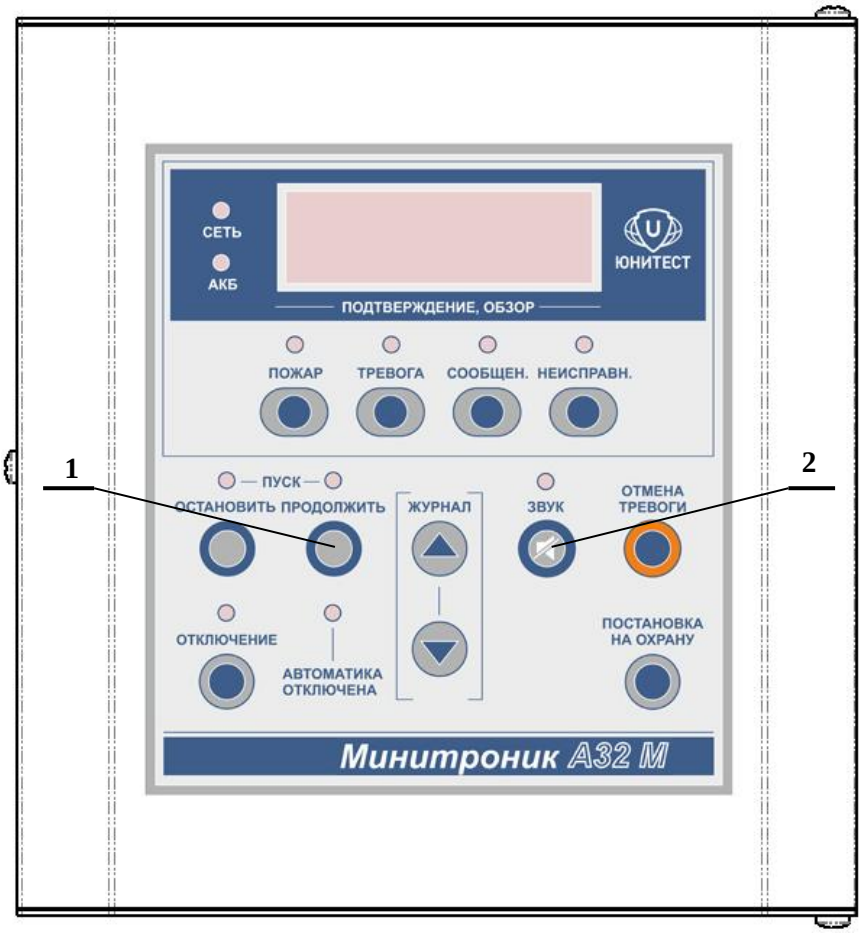

Рис.1. Органы управления и индикации АПКП «Минитроник А32М».
2.1.2. Для формирования и внесения изменений в базу данных необходимо перевести прибор в режим программирования («Сервисный режим») – для этого одеть джампер «Прог.» на системной плате. В сервисном режиме останавливается опрос АУ, представленных в базе данных, а прибор переходит к работе в диалоговом режиме. Переход АПКП в Сервисный режим заблокирован в состоянии Пожар или Тревога, при этом для перехода в Сервисный режим необходимо провести отмену Пожара или Тревоги нажав кнопку "Отмена тревоги". По окончании программирования снять джампер на системной плате. Органы управления и индикации АПКП показаны на рис.1.